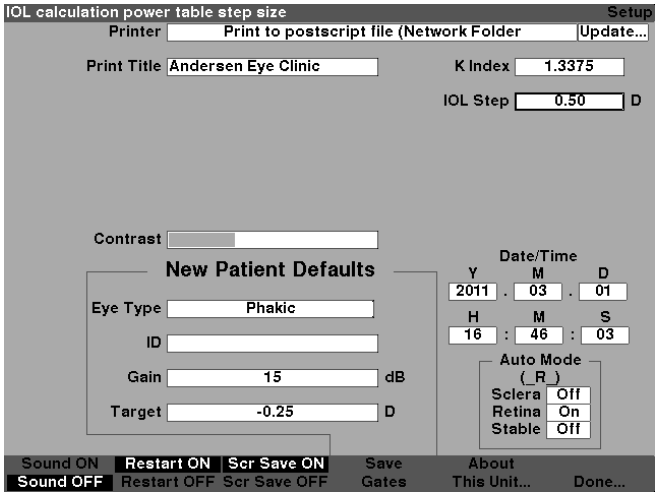

Figure 5-59 IOL Step Field Selected
1. Within the Setup Screen, rotate the knob to select the IOL Step field, indicated by a solid black border as shown in figure 5-59.